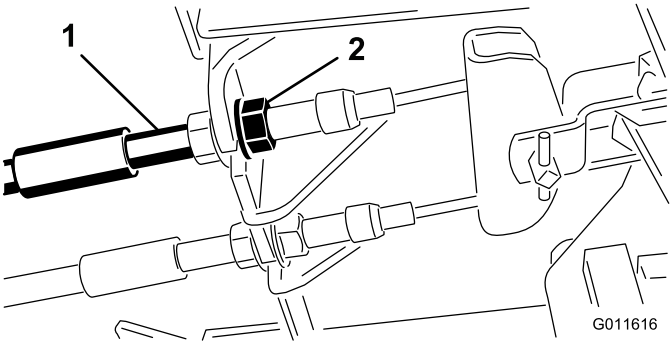

Figur 68
1. Dra åt bromsarna genom att lossa den främre muttern på bromskabelns gängade ände för att minska bromspedalernas spel (Figur 68).